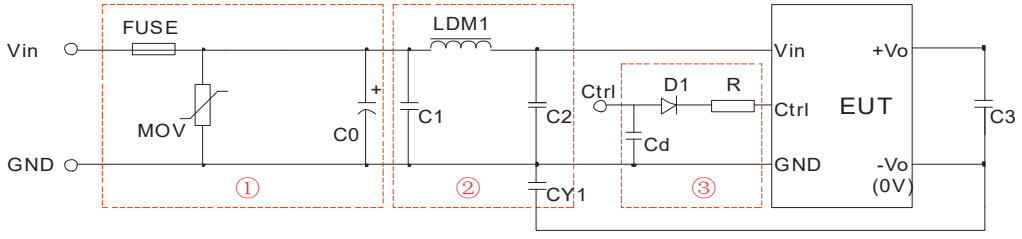

图 3
辐射骚扰	CISPR32/EN55032 CLASS B（推荐电路见图 3-②）
①图 3 中第①部分用于 EMS 测试；第②部分用于 EMI 滤波，可依据需求选择；
②V_C 为 Ctrl 端相对于输入地 GND 的电压，V_D 为 D1 的正向导通压降，I_C 为流入 Ctrl 端的电流，一般取 5-10mA，Ctrl 端外围电路如图 3-③；
③若图中元器件无附其参数说明，则此型号外围中不需要这个元器件。